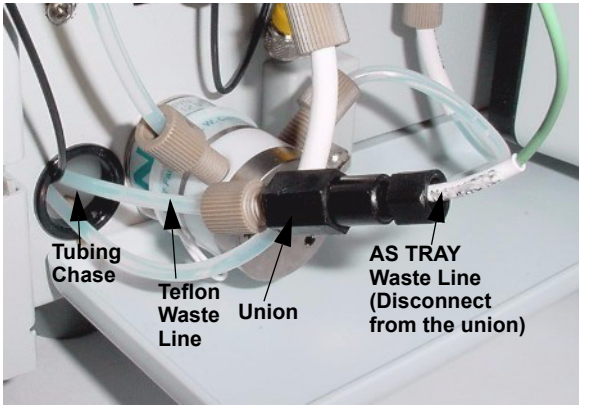

Figure B-25. Injection Valve Waste Line Union (ICS-1000/1500/2000)
5. If you are connecting the AS to an ICS-3000 Detector/ Chromatography module (DC), route the waste line from the injection valve through the side slot on the DC and then through the side slot on the AS.
6. If you are connecting the AS to an ICS-1000/1500/2000, this green waste line (labeled **AS TRAY**) is connected with a union to a Teflon waste line (see Figure B-25), which is routed through the tubing chase to the chromatography system module rear panel.